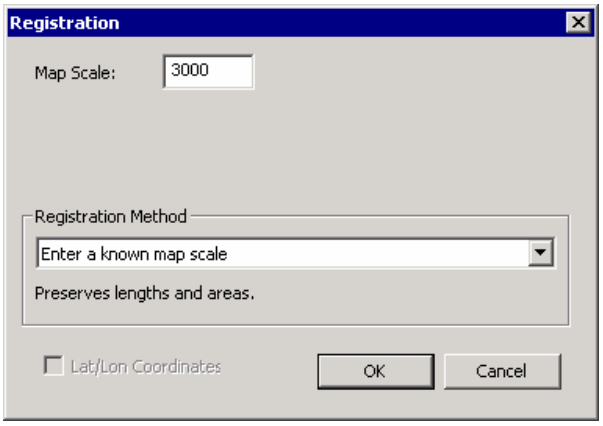

Figure 7.6: Mapsheet Orientation Dialog
7. Press the *Digitize New Feature button* to activate the *Mapsheet Orientation dialog* box shown in Figure 7.6. Change the Map Scale from “5000.0” to “3000.0” (this is the scale of the printed boundary). Make sure “Enter a know map scale” is selected in the *Registration Method* combo box. Press OK.